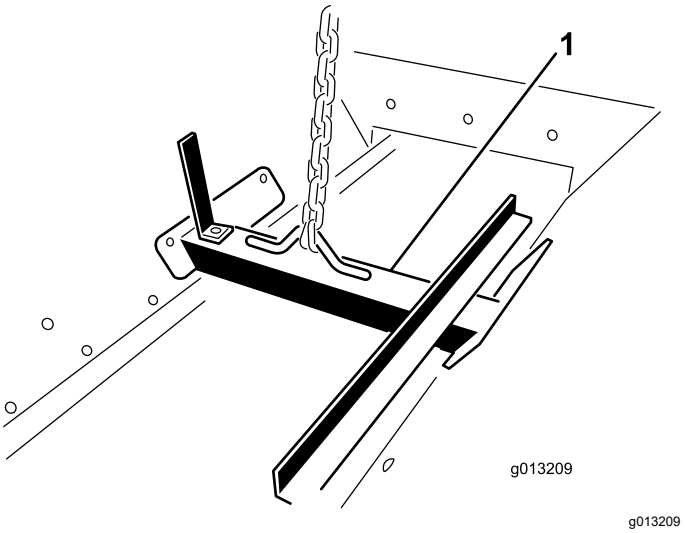

**Figuur 15**
1. Maak een hefwerktuig vast aan de hefbeugel die met bouten in de hoppereenheid is bevestigd (Figuur 15).